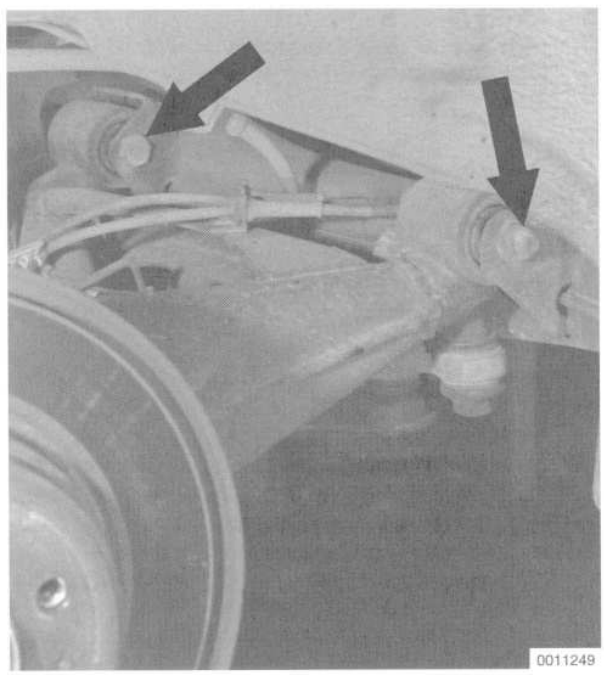

Fig. 15. Trailing arm through-bolts (**arrows**).
10. Remove the two trailing arm through-bolts and nuts and remove the trailing arm from the car. See Fig. 15.